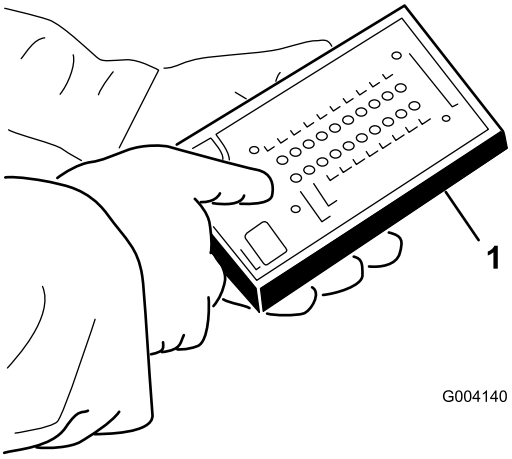

Figura 28
5. Conecte el conector de la pantalla diagnóstica ACE al conector de bucle del arnés (Figura 28).